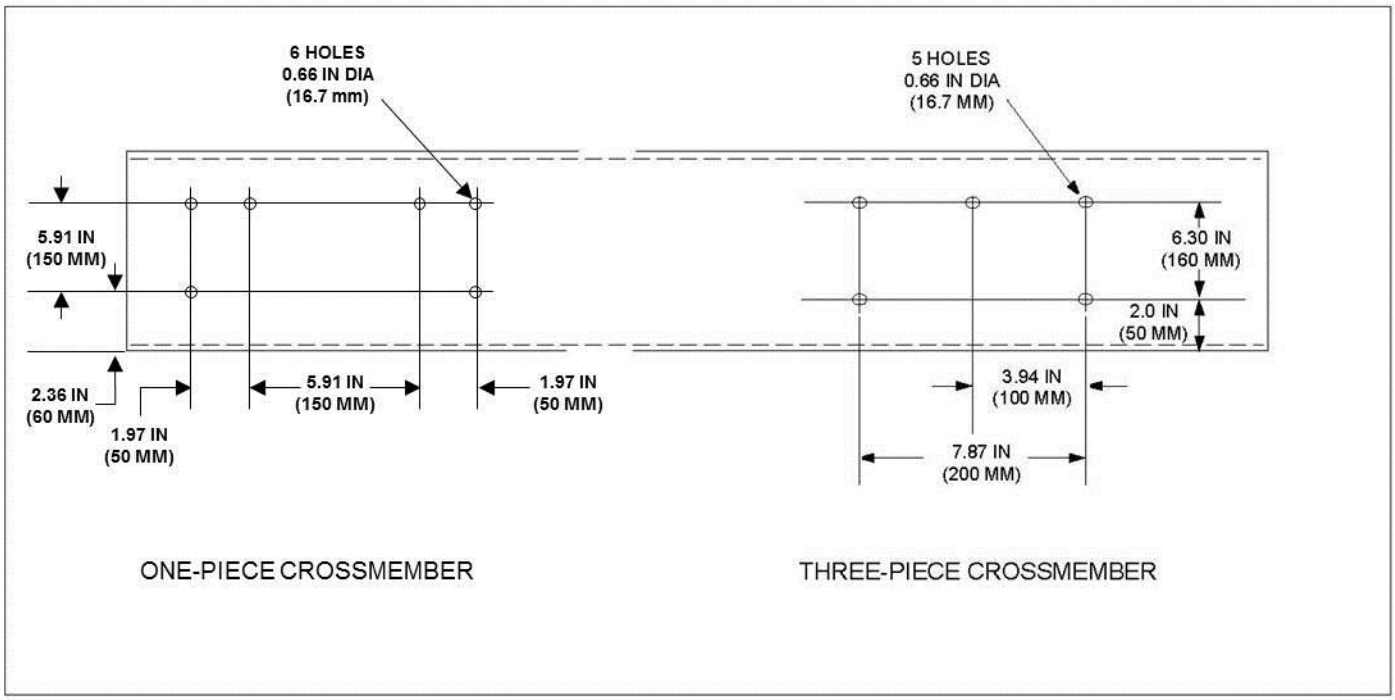
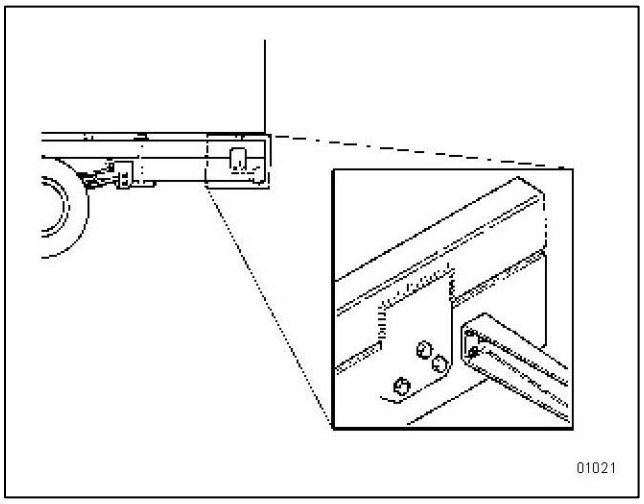
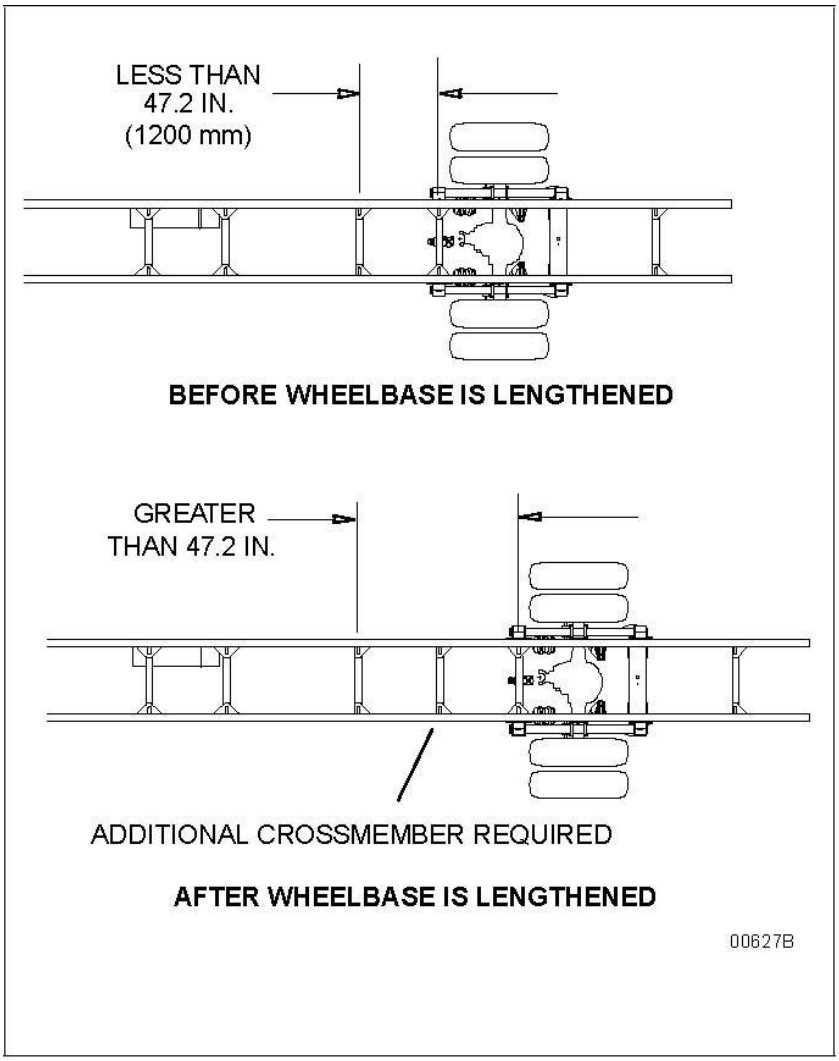

FIGURE 4-7. Crossmember Gusset Hole Patterns (Additional Holes Available in 50 mm Horizontal Increments)
FIGURE 4-11. Fishplate Bracket at Rear End of Body
FIGURE 5-2. Crossmember Spacing Requirements
When U–bolts are used to mount a body we recommend that the last body attachment be made with a “fishplate” bracket. See Figure 4-11. This provides a firm attaching point and helps prevent any relative fore or aft movement between the body and frame. For hole location guidelines, See Figure 4-7.
- The maximum allowable distance between the forward suspension crossmember and the next crossmember forward is 47.2 inches (1200 mm). If the distance exceeds 47.2 inches (1200 mm) after the wheelbase is lengthened, add a crossmember between them. See Figure 5-2. See Figure 4-7 on page 4-5 for crossmember hole patterns.